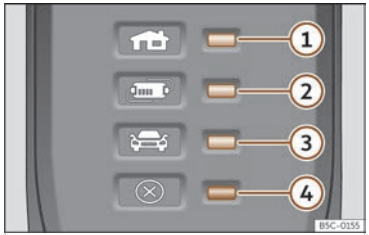

**Fig. 67** On the charging cable for power sockets: Control lamps on the protection device.
›››  **Fig. 67**:
The electronic protection device ››› **Fig. 67** ensures that the charging connector does not receive current until it is plugged in to the vehicle's charging connector.
One or more control lamps ››› **Fig. 67** ①, ② o ③ light up green.
| Display ››› Fig. 67 | Meaning |
If the charging process continues with a lower current, both the operating indicator and the warning lamp ››› Fig. 67 ④ flash red.
- If it disconnects again, or the charging current reduces and the cause does not seem to be exposure to an external heat source, make sure that the green control lamp is flashing ››› Fig. 67. Visit a specialised CUPRA dealer or any SEAT network dealer to check the charging cable. Get an establishment that specialises in electrical installations to check the infrastructure connection.
If the red warning light ④ flashes or turns on without one of the control lamps ››› Fig. 67 ①, ② o ③ also turning on continuously on the status indicator, there is a fault.